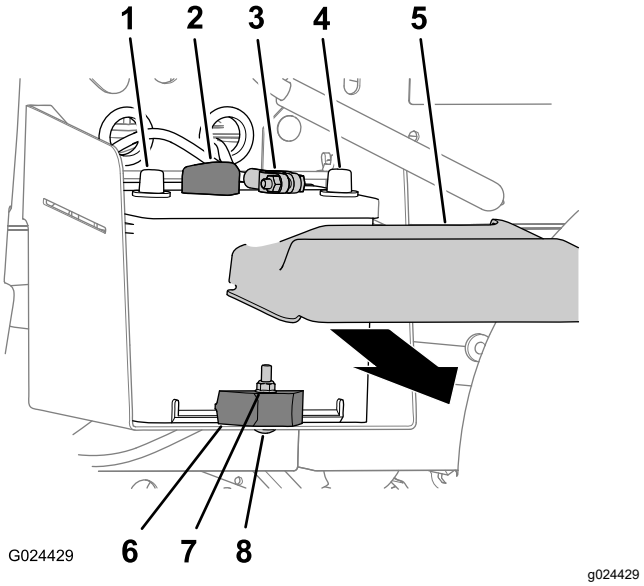

Figur 46
1. Klem siderne af batteridækslet sammen, og afmonter dækslet fra toppen af batteriet (Figur 46).
2. Kobl det negative batterikabel fra batteriets pol (Figur 46).
3. Kobl det positive batterikabel fra batteriets pol (Figur 46).
2. Afmonter låsemøtrikken, bræddebolten og batteriklemmen, der fastgør batteriet til batteribakken (Figur 46).
3. Tag batteriet ud af batteribakken (Figur 46).
1. Ret batterierne ind efter maskinens batteribakke (Figur 46).
Bemærk: Sørg for, at batteriets positive og negative poler er justeret som vist i Figur 46.
2. Fastgør batteriet til batteribakken med batteriklemmen, bræddebolten og låsemøtrikken (Figur 46).
1. Slut det positive batterikabel til batteriets pol (Figur 46).
2. Slut det negative batterikabel til batteriets pol (Figur 46).
3. Monter batteridækslet på toppen af batteriet (Figur 46).